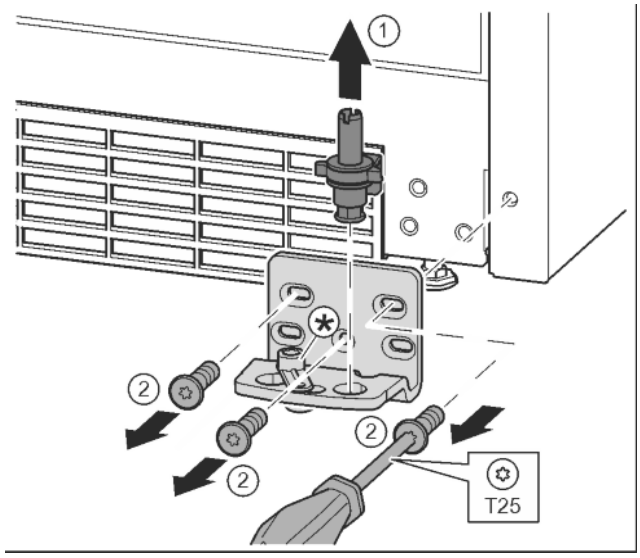

Fig. 15
▶ Опорный палец полностью извлечь движением вверх. *Fig. 15 (1)*
▶ Открутить винты отверткой T25 и снять опорный кронштейн. *Fig. 15 (2)*